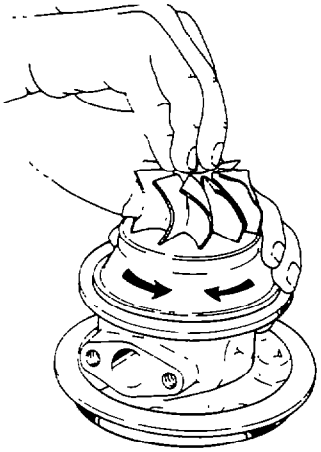

Fig. 156 — Rotating Wheel Shroud
m. If the piston ring binds in the shroud or housing, do not force the ring; apply a gentle downward pressure on the turbine wheel and at the same time rotate the wheel shroud (see fig. 156); this action will allow the piston ring to seat in the bore.